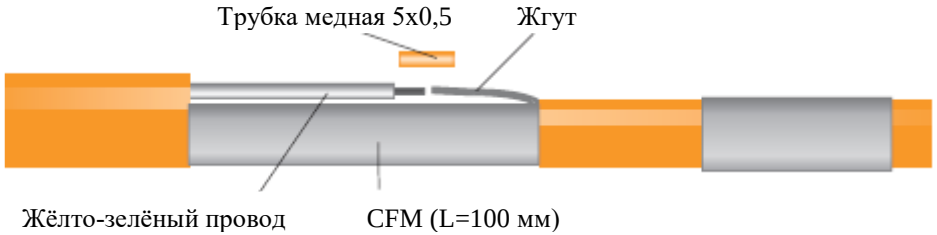

Рисунок 7
3.10. На место соединения надвинуть термоусадочную трубку CFM 19/6 длиной 100 мм, при этом жгут из экранирующей оплётки и жёлто-зелёный провод вывести из торцов (Рисунок 7). Усадить трубку CFM (температура гарантированной усадки от 120^{0}С до 170^{0}С). Жёлто-зелёный провод соединить со жгутом, при помощи медной трубки 5х0,5 длиной 5 мм и обжать.